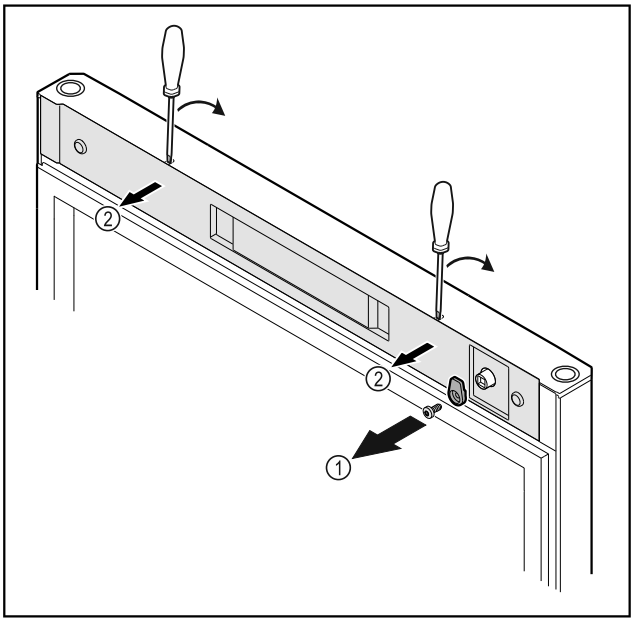

Fig. 53
▶ Dévisser le crochet de fermeture *Fig. 53 (1)*.
▶ Décrocher le cache *Fig. 53 (2)* avec un petit tournevis et le retirer.